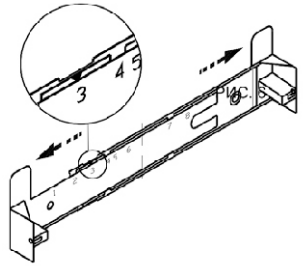

рис. 7
6.5 Крепление кронштейна к стене (рис. 7, 8).
- прежде чем прикрепить кронштейн к стене, необходимо выставить его на нужный размер (равный ширине верхней фальштрубы) рис.7, для этого увеличьте размер кронштейна (если это необходимо) и установите фиксатор напротив цифры соответствующей Вашей вытяжке (см. графа N, табл.3)